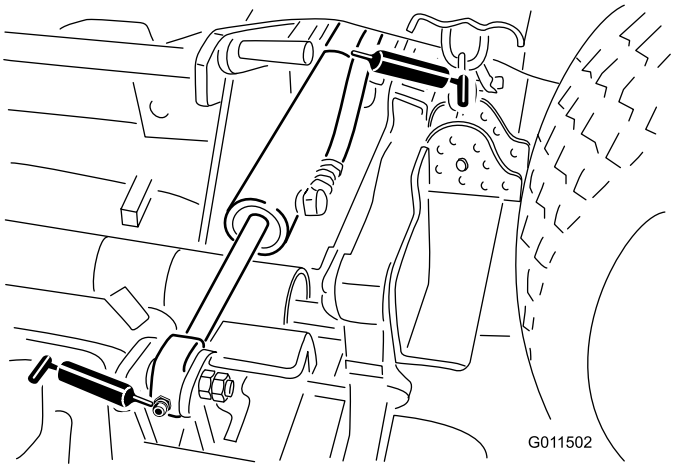

Figuur 44
Hefcilinder van zijmaaidek (4) (Figuur 44)